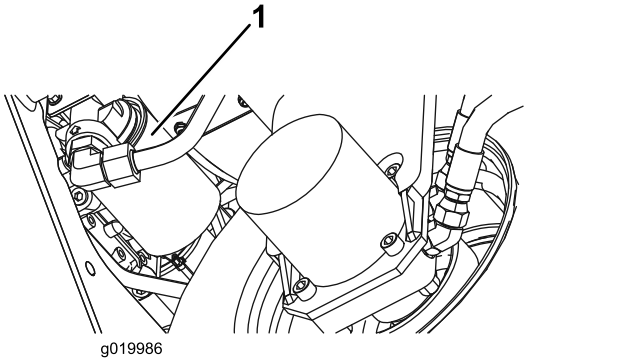

Figuur 78
2. Reinig de omgeving van de plaats waar het filter wordt gemonteerd. Plaats een opvangbak onder het filter (Figuur 78) en verwijder het filter.